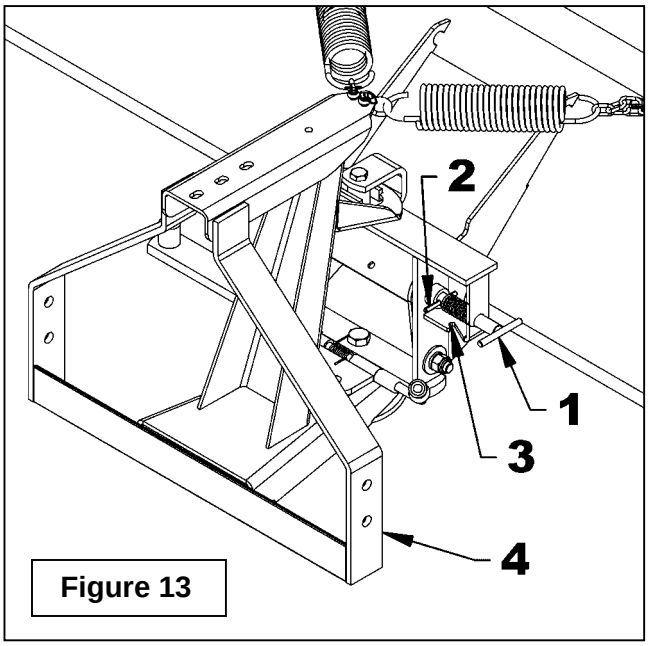
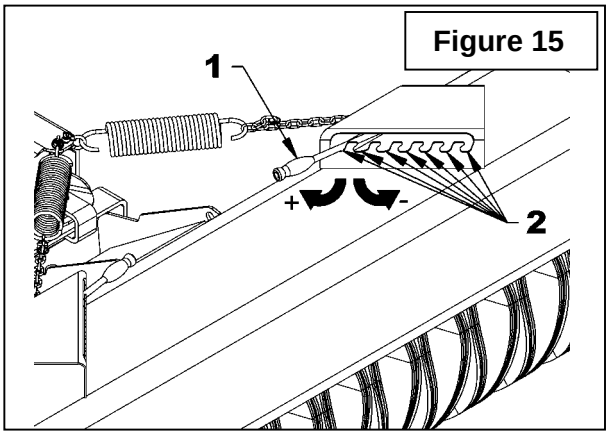

Figure 13
Figure 15
(Figure 13)
2. Make sure the "T" pin (fig. 13, item 1) is in the unlocked position.
The locked position of the "T" pin (fig. 13, item 1) is used to prevent the female hitch from being pulled up by the action of the spring thus facilitating installation and removal of rotary broom. The locked position is also used during travel and brush replacement.
6. **Figure 15 :** To adjust the ground pressure, simply raise each engagement lever (item 1), move it forward or backward in the notches (item 2) of each tension adjustment box. To reduce ground pressure, move the engagement lever toward the front of the broom. To increase, move towards the rear of the broom. Make sure the weight is evenly distributed on both sides. An asymmetric adjustment may be necessary to counterbalance the weight of the broom and the ground pressure.
2. With the broom still attached to the tractor, position the broom on the ground and place the engagement levers (fig. 15, item 1) at the lowest ground pressure.
3. Remove the three 1/2" x 2 1/4" hex. bolts (item 8), the 1/2" lockwashers (item 6) and the 1/2" nuts (item 7) that hold the hydraulic motor.
4. Remove the 3/8" X 1 1/2" bolt (item 11) and the 3/8" nylon insert locknut (item 12) to remove the inner guard (item 13).
5. Remove the 1/2" x 1 1/4" hex. bolts (item 1), the 1/2" lockwashers (item 4) and the 1/2" nuts (item 5) that hold the flange bearing on the side opposite the hydraulic motor.
6. Put the "T" pin (fig. 13, item 1) in the lock position and raise the front of the broom so the pin locks. Remove the brush assembly from the broom housing and place vertically with the hydraulic motor resting on the ground.
7. Remove the 5/16" x 2 1/2" hex. bolts (item 2) and 5/16" lockwashers (item 3) from the retaining plate (item 14) of the brush support making sure not to damage the hydraulic hoses.